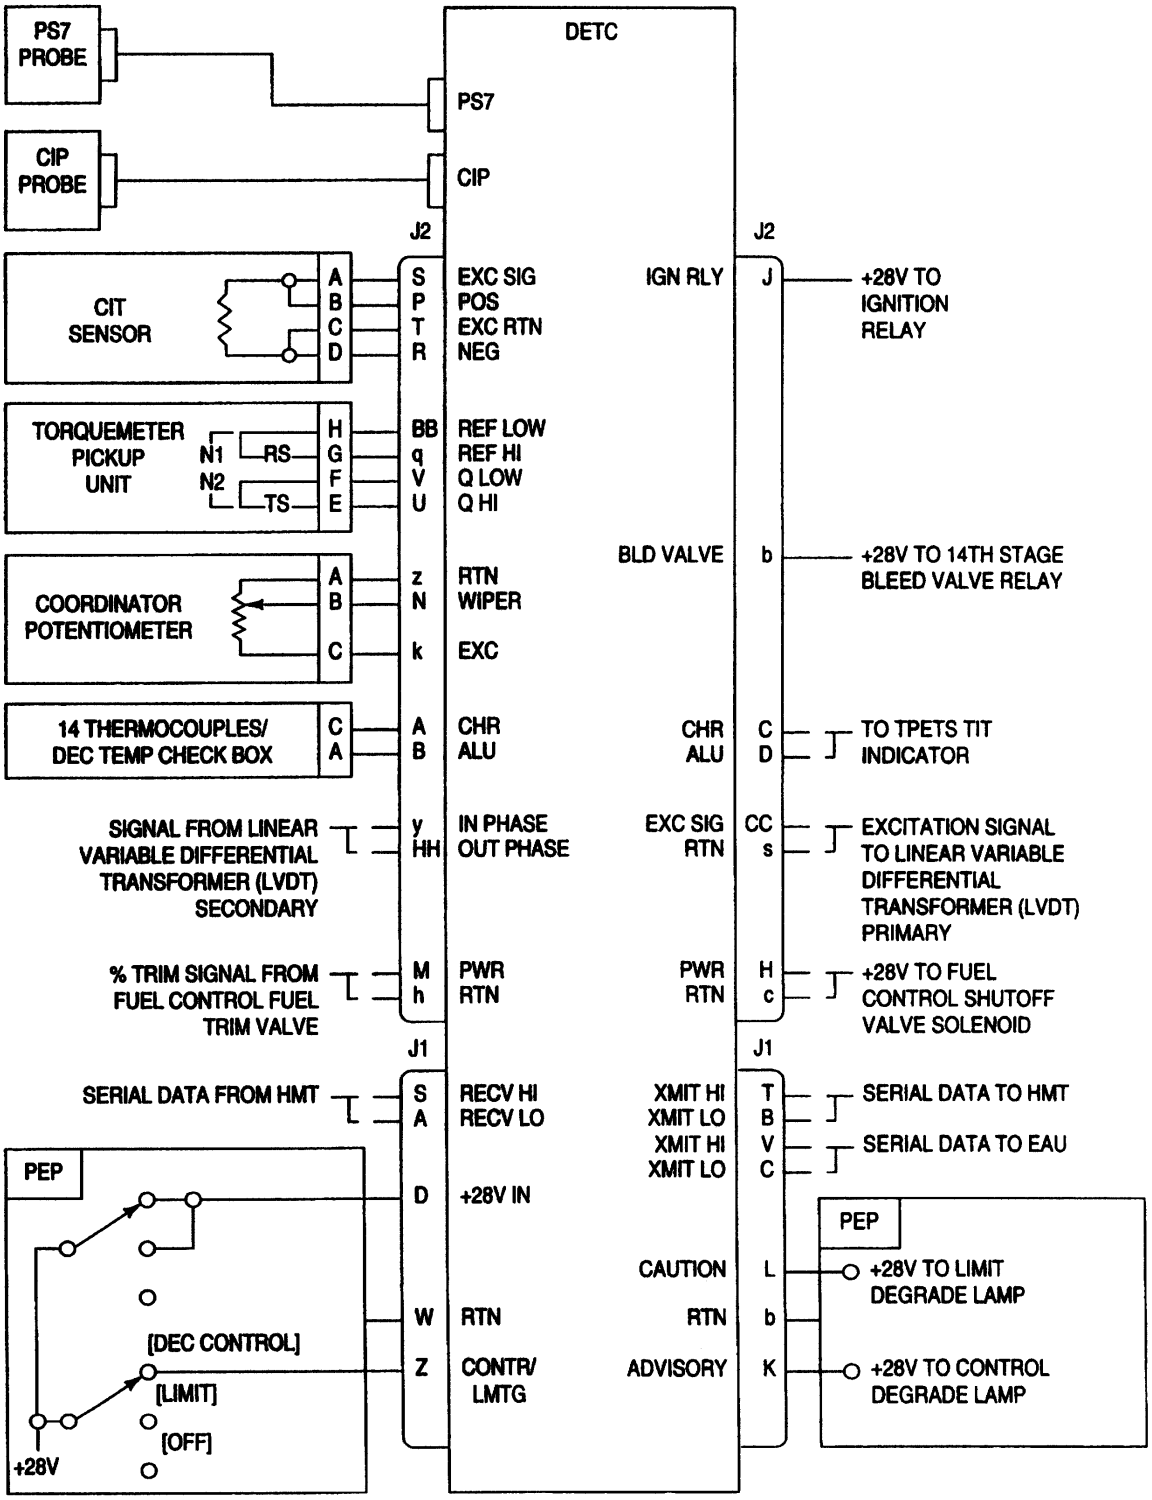

Figure 18. DETC Interface
c. Install screws (12) and nuts (13) securing accelerometer to turbine mounting bracket. Torque nuts 19 – 22 lb in. (QA)
d. Install right–hand wiring harness TURBINE ACCELEROMETER connector (10) on turbine accelerometer (WP 081 00).
55. DIGITAL ELECTRONIC TRIM CONTROL (DETC) (figure 18). The DETC receives seven engine control signals (PLA, CIT, CIP, PS7, N1, N2, and TMT). The DETC processes N1 and N2 to provide the RPM and SHP signals. The DETC processes TMT to provide the CTMT signal. Using the RS–422 bus, the DETC sends eight control signals (PLA, CIT, CIP, PS7, RPM, SHP, TMT, and CTMT) to the EAU for EMS use. Status of this data can be displayed by a 12–bit word (table 10). The DETC operates in three selected modes (off, limiting, and controlling). In the off mode, DETC DC power is removed, eliminating control signal outputs to the EAU. In the limiting mode, the DETC sends outputs to the EAU while limiting SHP, TMT, and RPM to predetermined values. In the controlling mode, the DETC sends outputs to the EAU while providing a linear horsepower schedule based on CIT, CIP, and PS7. Advisory and caution lamp circuits provide an indication of limiting (LIMIT DEGRADE) or controlling (CONTROL DEGRADE) mode selection.